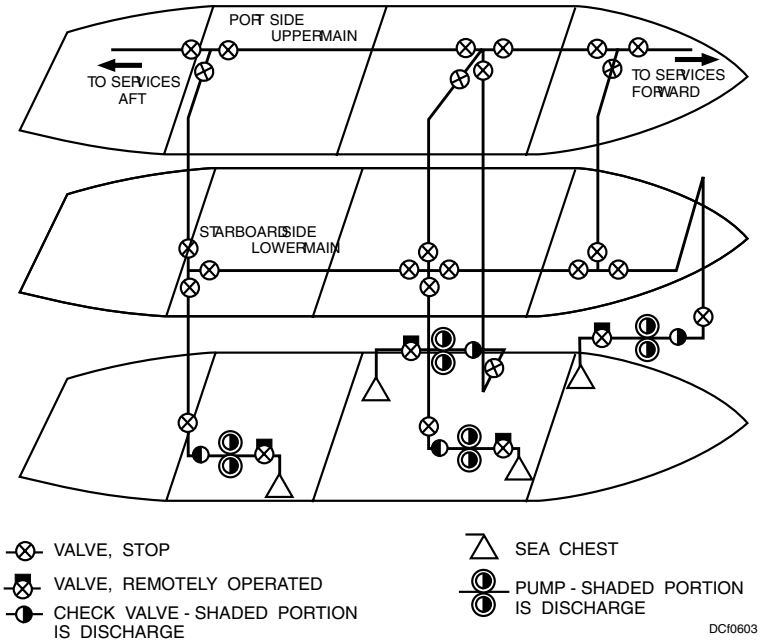

Figure 6-3. Vertical offset loop firemain system.
3. The vertical offset loop firemain system shown in figure 6-3 consists of two single piping runs, installed fore-and-aft in an oblique (that is, angled) plane, separated both vertically and athwartship, connected at the ends to form a loop. The lower section of the firemain is located as low in the ship as practical on one side, and the upper section is located on the damage control deck on the opposite side of the ship. Athwartship cross-connects are usually provided at each pump riser.